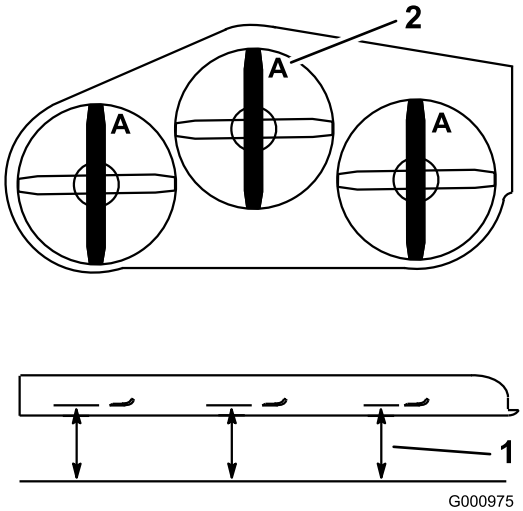

Figur 76
3. Rotera knivarna tills ändarna vetter framåt och bakåt (Figur 76). Mät från ett jämnt underlag till knivens egg vid punkt **A** på knivarna (Figur 76). Anteckna detta mått.